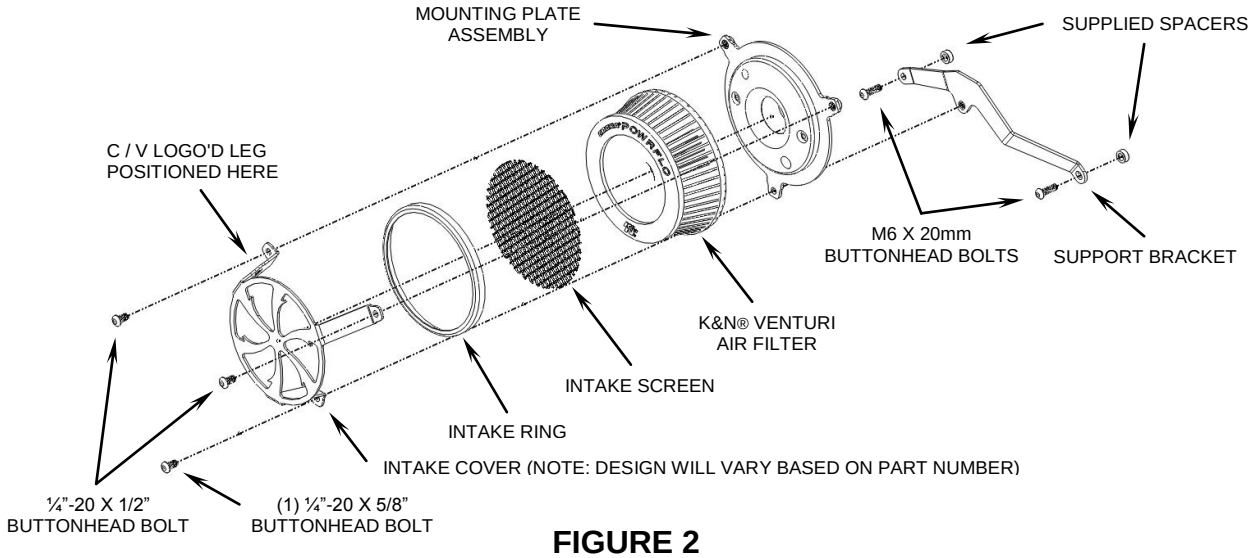

FIGURE 2
6. Align the holes in the support bracket with threaded holes in the cylinder heads, then insert the (2) supplied M6 x 20mm buttonhead bolts through the support bracket, supplied spacers and into the cylinder heads. See Figure 2.
8. Place the supplied K&N® filter onto the velocity stack. Insert the round intake screen into the chrome ring so the screen sits inside the edge of the ring. Place the ring and screen between the legs of the naked chrome intake cover as shown in Figure 2.
9. Place the naked intake cover, ring and screen assembled in Step 10, over the air filter and align each leg to the base mounting plate threaded holes. Be sure screen sits at a 45 ° angle to the bottom leg, and C/V logo'd leg is at the upper left position. Insert (1) supplied 1/4"-20 x 5/8" buttonhead bolt through the lower leg of the intake cover and into the base mounting plate and into the support bracket threads, see Figure 2. Lightly snug to hold all parts in place.
10. Insert (2) supplied ¼"-20 x ½" buttonhead bolts, into the upper legs of the naked intake cover, and threaded holes of mounting plate, Figure 2. Align and level the mounting plate assembly so the air cleaner will sit straight, then fully tighten the clamp over the throttle body, then all three 1/4"-20 buttonhead bolts that secures the air filter, mounting plate and support bracket, followed by the M6 bolts in the cylinders. Double check all clamps are correctly in place.